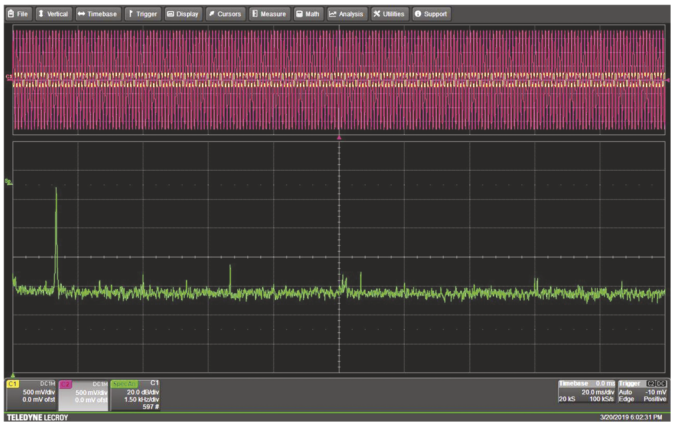

**FIGURE 7.55** (Step 21) FFT of input sine wave at 0.5 $V_{pp}$ and 1 kHz.
**21. Checking distortion of sine wave from a waveform generator.** Look at the frequency spectrum (FS) of the input waveform from 0 to 10 kHz (CH1). See Fig. 7.55. Don't forget that the best result for a spectrum on the scope is achieved by showing so many periods in the time domain